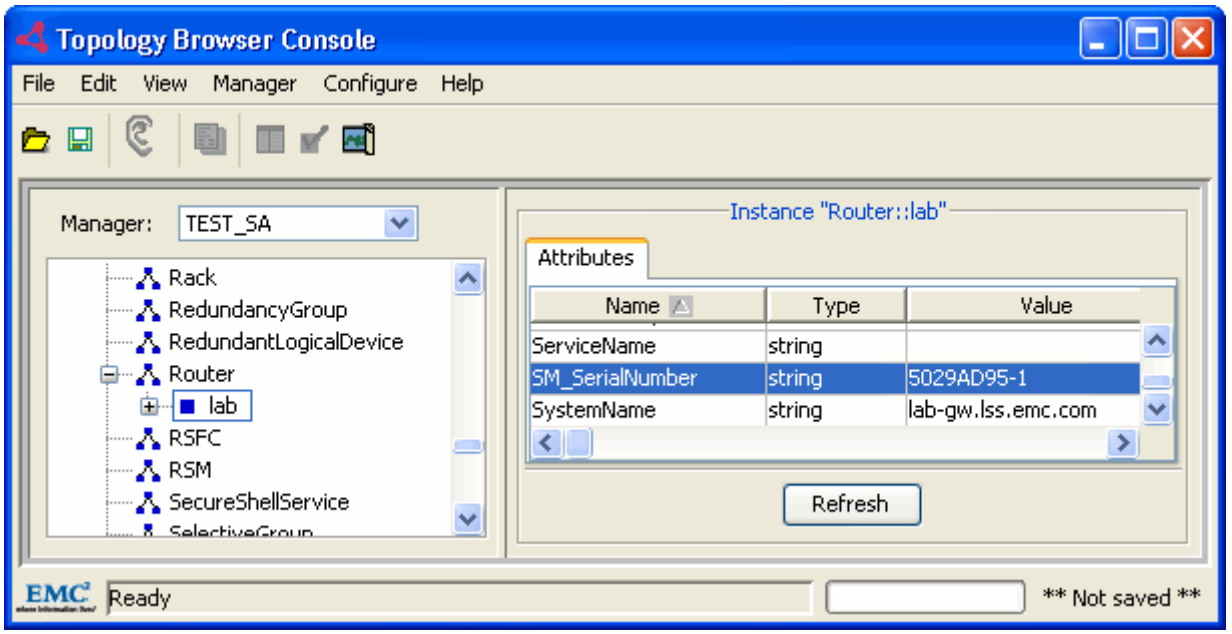

Figure 9 SM_SerialNumber in the TEST_SA Global Manager
2. In the Topology Browser Console, verify that the SM_SerialNumber attribute has been added to the Router class, as shown in Figure 9 on page 54.